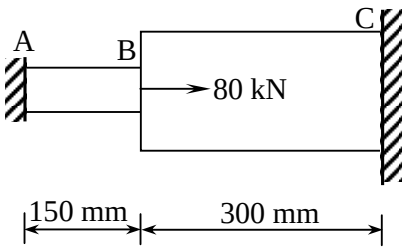

Fig.1
Q.3 Determine the nodal displacements at node B, stresses in each part and support reactions in the bar shown in Fig. 1, due to applied axial force of 80 kN and uniform temperature rise of 20^0C. The cross sectional area of AB and BC part is 1000 mm^2 and 2700 mm^2, respectively. Modulus of elasticity of AB and BC part is 0.7×10^5 MPa and 2×10^5 MPa, respectively. The coefficient of thermal expansion of AB and BC part is 22×10^{-6} /^{0}C and 12×10^{-6} /^{0}C, respectively. **14**